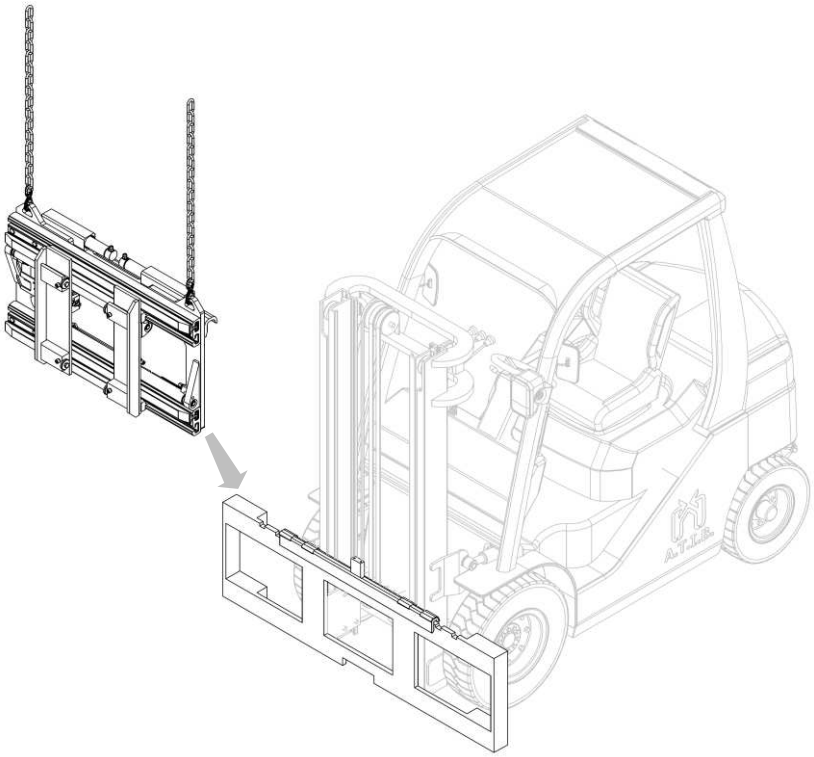

Figura 7
7. Enganche el equipo desde el punto de agarre superior y con un puente grúa colóquelo en el doble gancho, cuidando de colocarlo correctamente (mira *Figura 7)*.